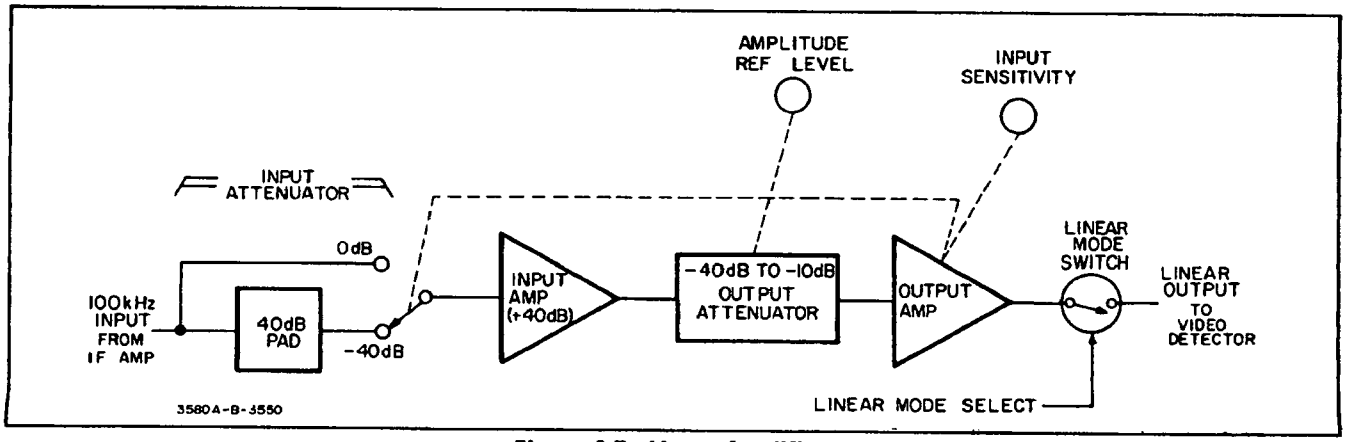

**Figure 4-5. Linear Amplifier.**
**4-59. Linear Amplifier.** The Linear Amplifier (Figure 4-5) consists of an Input Attenuator, an Input Amplifier, an Output Attenuator and an Output Amplifier. The Input Attenuator is controlled by the front panel AMPLITUDE REF LEVEL switch and provides either -40 dB or 0 dB of attenuation. The Input Amplifier provides a fixed gain of approximately 40 dB. The Output Attenuator, also controlled by the AMPLITUDE REF LEVEL switch provides -40 dB, -30 dB -20 dB or -10 dB of signal attenuation. Table 4-1 lists the input attenuation, Input Amplifier gain, output attenuation and the resulting gain or attenuation for each AMPLITUDE REF LEVEL setting. Note that as the AMPLITUDE REF LEVEL switch is rotated from X1 (NORMAL) position, the attenuation is decreased and the signal level is increased in steps of 10 dB.